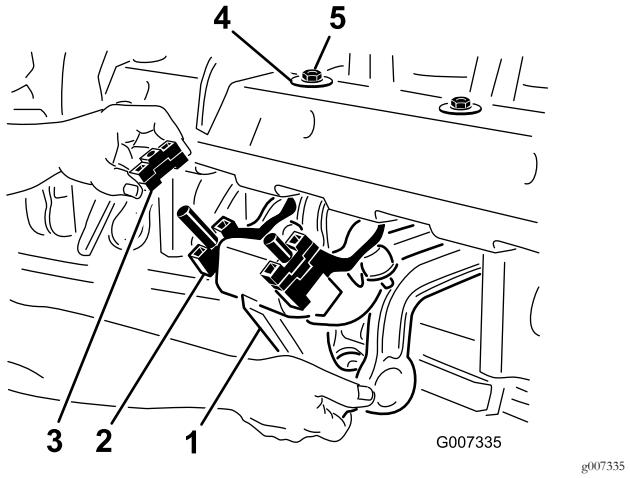

**Figuur 26**
1. Verwijder de 2 borgmoeren (½") waarmee de Rotalink-demper bevestigd is aan de onderkant van het frame van de beluchtingskop (Figuur 26).
2. Laat de demper zakken zodat u bij de afstandsstukken kunt komen (Figuur 26).
4. Breng de demper weer aan op het frame van de beluchtingskop. Zorg dat de D-ring tegen het frame van de beluchtingskop gemonteerd is; zie Figuur 26. Draai de 2 borgmoeren vast.